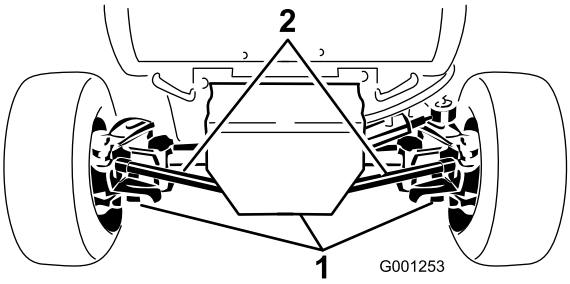

Figuur 54
2. Reinig de omgeving van de drie aftappluggen, (1) aan elke kant en (1) in het midden (Figuur 54).